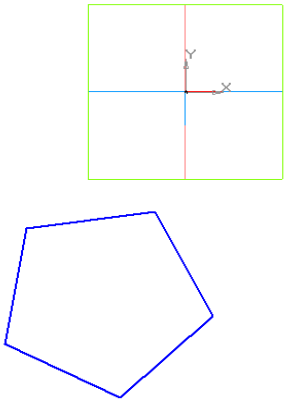

Рис. 5.11. Эскиз-сечение: Пятиугольник в горизонтальной плоскости.
2.3. Постройте пятиугольник так, как показано на рис. 5.11: